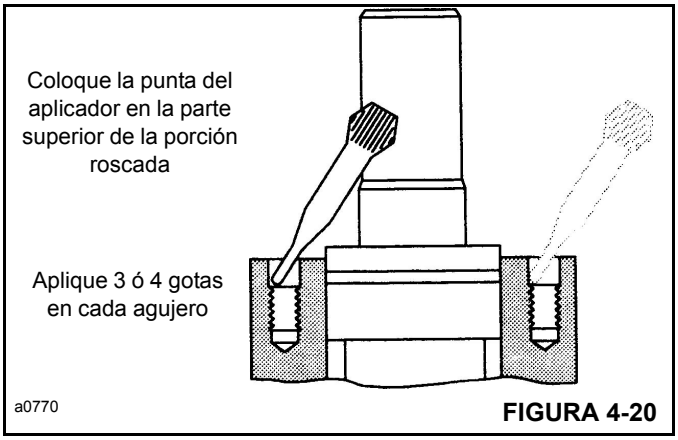

FIGURA 4-20
9. Aplique 3 o 4 gotas de sellador Loctite en la parte superior de las roscas para cada uno de los cuatro agujeros de la caja (consulte la Figura 4-20). No permita que las piezas con Loctite entren en contacto con ninguna pieza metálica que no forme parte del proceso de armado. Limpie el Loctite excedente de la cara de la caja utilizando un disolvente que no sea a base de petróleo.